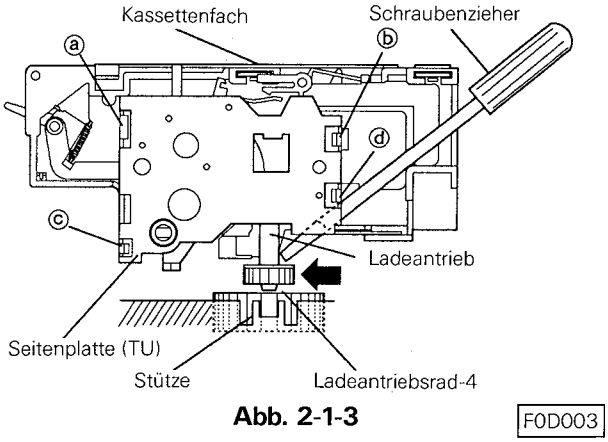

Abb. 2-1-3 F0D003
C. Das Kassettenfachantriebsrad ist nach Abschnitt B. in den meisten Fällen noch nicht in dem Halter fixiert. In diesem Falle bewegen Sie das Antriebsrad durch drücken in Richtung vorwärts, damit es im Antrieb einrastet. Siehe Abb. 2-1-3 ist es wie oben beschrieben nicht möglich, das Antriebsrad einrasten zu lassen, schieben Sie das Antriebsrad 4 a etwas unter das Deck und das Kassettenfachantriebsrad ist sehr einfach zu fixieren.
2-2-1 Ausbau (siehe Abb. 2-1-3, 2-2)
A. Die Halteschnapper (ⓐ, ⓑ, ⓒ und ⓓ) der Platte an der Aufwickelseite des Kassettenfaches lösen und die Platte entfernen. (Siehe Abb. 2-1-3)
2-2-2 Einbau (siehe Abb. 2-1-3, 2-2)
C. Die Steitenplatte am Kassettenfach Aufwickelseite aufsetzen und in die Schnappen ⓐ, ⓑ, ⓒ und ⓓ einrasten. (Siehe Abb. 2-1-3)